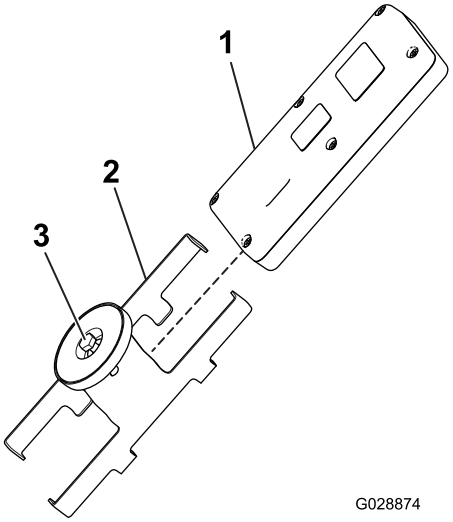

Figur 36
1. Løsne bolten i magneten på den magnetiske fjernkontrollbraketten (Figur 36).
2. Skyv brakettsidene fra hverandre og ta ut fjernkontrollen (Figur 36).
8. Monter den håndholdte fjernkontrollen i den magnetiske fjernkontrollbraketten, skyv halvdelene sammen for å sikre fjernkontrollen, og stram bolten i magneten (Figur 36).